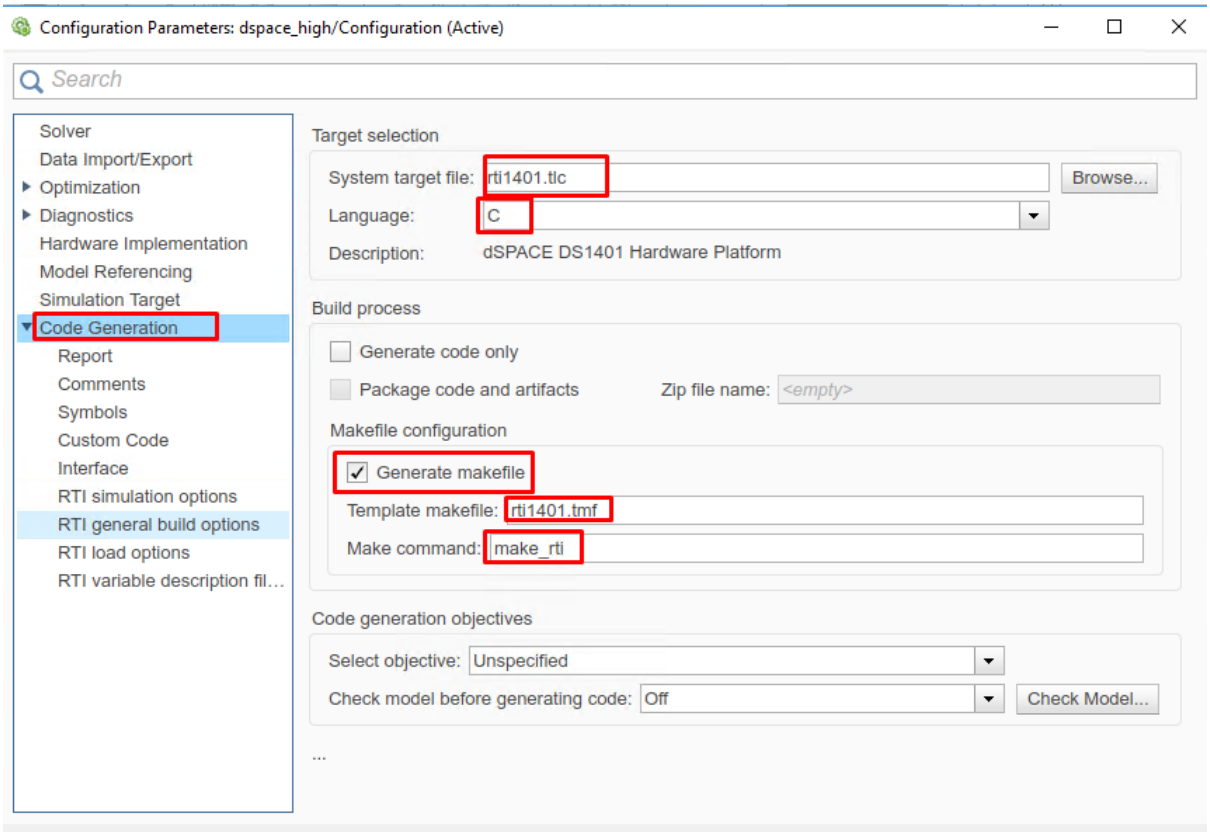

Figure 4.6: Configure Code Generation for dSPACE MicroAutoBox II
3) When creating the Simulink Model, in the Configurations, in the "Code Generation" tab, set the options (see Figure 4.6 below):